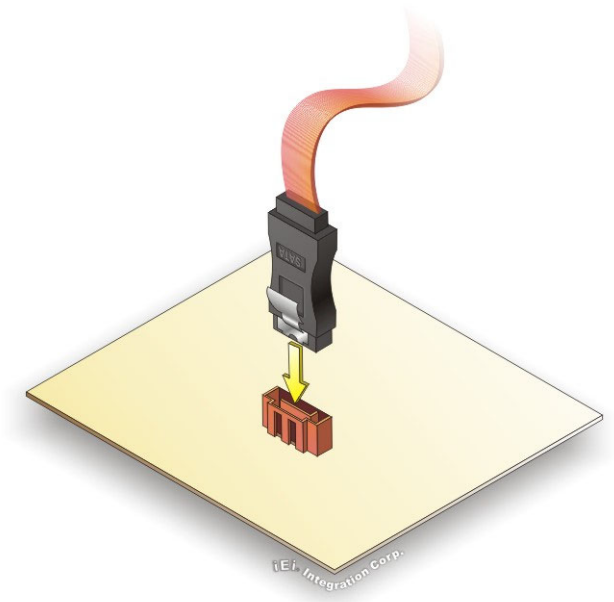

Figure 4-9: SATA Drive Cable Connection
Step 2: **Insert the cable connector**. Insert the cable connector into the on-board SATA drive connector until it clips into place. See **Figure 4-9**.